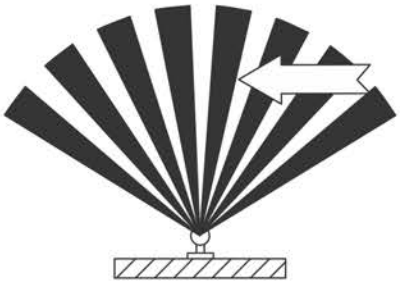

Рисунок 4
5.3 При выборе места установки прожекторов с датчиком движения необходимо учитывать, что наибольшую чувствительность датчик движения имеет, когда движущийся объект перемещается перпендикулярно лучам зоны обнаружения (рисунок 4).